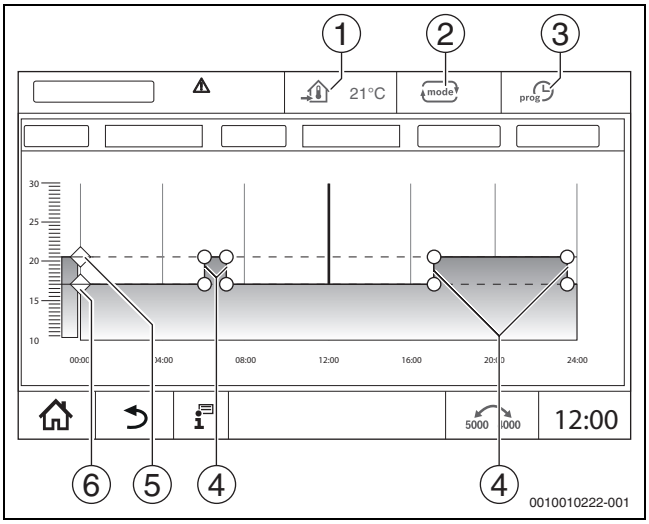

Fig. 18 Modification du Mode réduit automatique dans le programme horaire
Pour les modes de fonctionnement (→ fig. 18, [2], page 17) et les extensions de fonctions, il est possible de personnaliser des températures et critères de commutation. Ces réglages peuvent être effectués séparément pour chaque circuit de chauffage et mode de service.
Le **Mode réduit automatique** est prédéfini par les paramètres des menus de service. Les paramètres peuvent être modifiés dans le programme horaire (→ fig. 18, [4], [6]).
▶ Modifier les températures en décalant les points (→ fig. 18, [5], [6]).